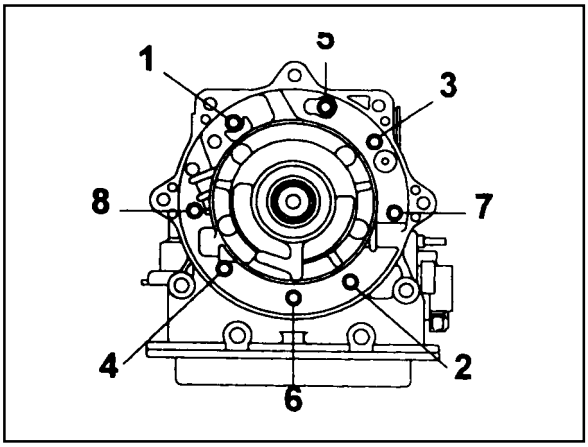

Figure 8.45 - Tightening Sequence Pump to Case
24. Install the pump and cover assembly over the input shaft being careful not to damage the sealing rings. Tighten the pump cover to case bolts to specification. Refer to figure 8.45.